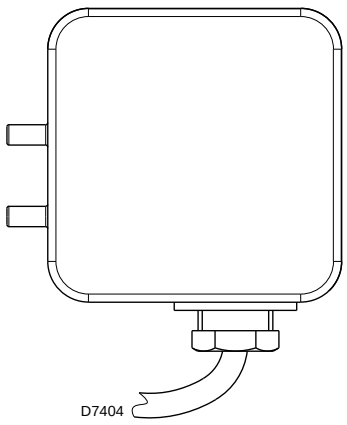

Fig. 17
- ➤ Adjust the air pressure switch (Fig. 17) to the start of the scale.
Adjust the air pressure switch (Fig. 17) after performing all other burner adjustments with the air pressure switch set to the start of the scale.